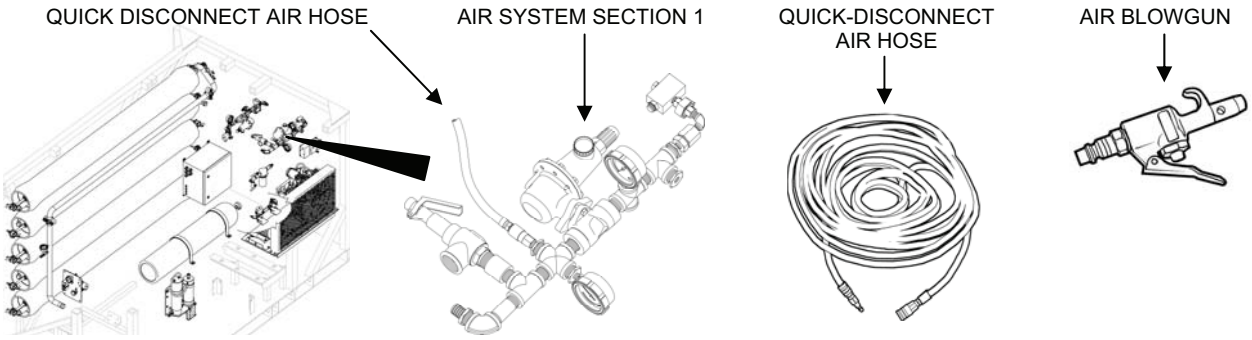

Figure 6. Quick-Disconnect Air Hose Connections.
3. Ventilate the fuel tank as follows (Figure 6):